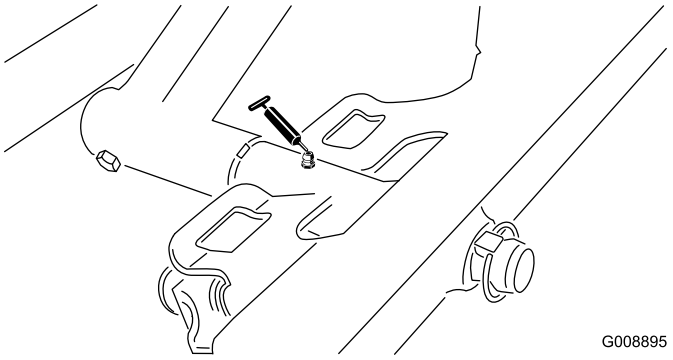

Figuur 31
- Draaipunt van voormaaidek (Figuur 31)